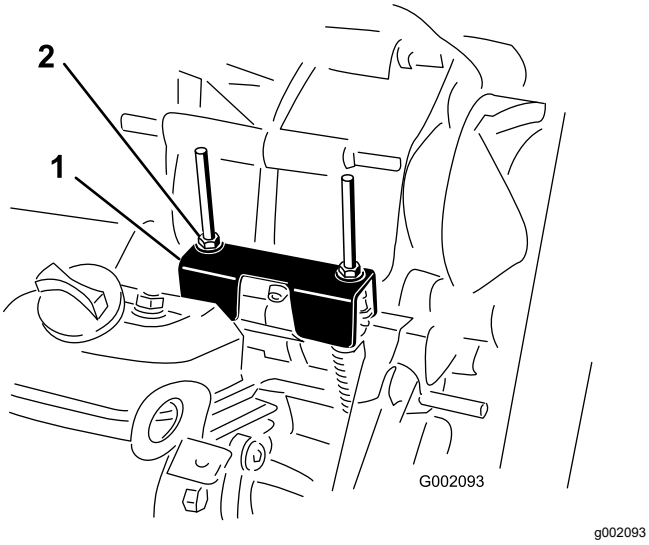

Figura 62
Para realizar operaciones de mantenimiento de rutina y/o diagnósticos del motor, debe ponerse el transeje en PUNTO MUERTO (Figura 62). El selector de marchas de la máquina dispone de una posición de PUNTO MUERTO, que controla el punto muerto del transeje. Deben tomarse las siguientes medidas para
2. Asegúrese de que la pletina de punto muerto está en posición de PUNTO MUERTO (nivelada respecto al soporte de montaje del cable situado debajo del soporte del cambio de marchas) girando el embrague arrastrado (Figura 62).
3. Gire una de las contratuercas (Figura 62) para obtener un espacio de 0,762 a 1,524 mm entre la parte inferior de la tuerca/arandela y la pletina de punto muerto.